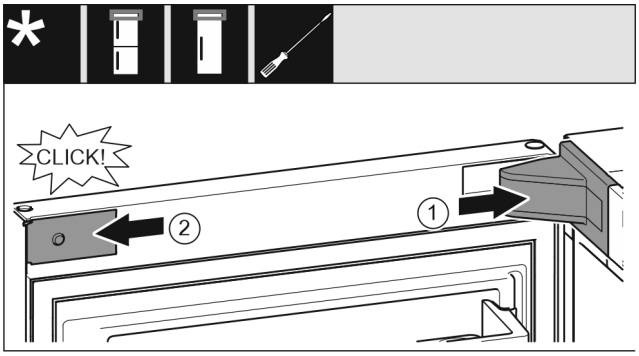

Fig. 25
▶ Mettre en place le cache du support de palier *Fig. 25 (1)* et l'enclencher. Au besoin, l'écarter avec précaution.
▶ Placer le cache *Fig. 25 (2)* sur le côté et l'enclencher.